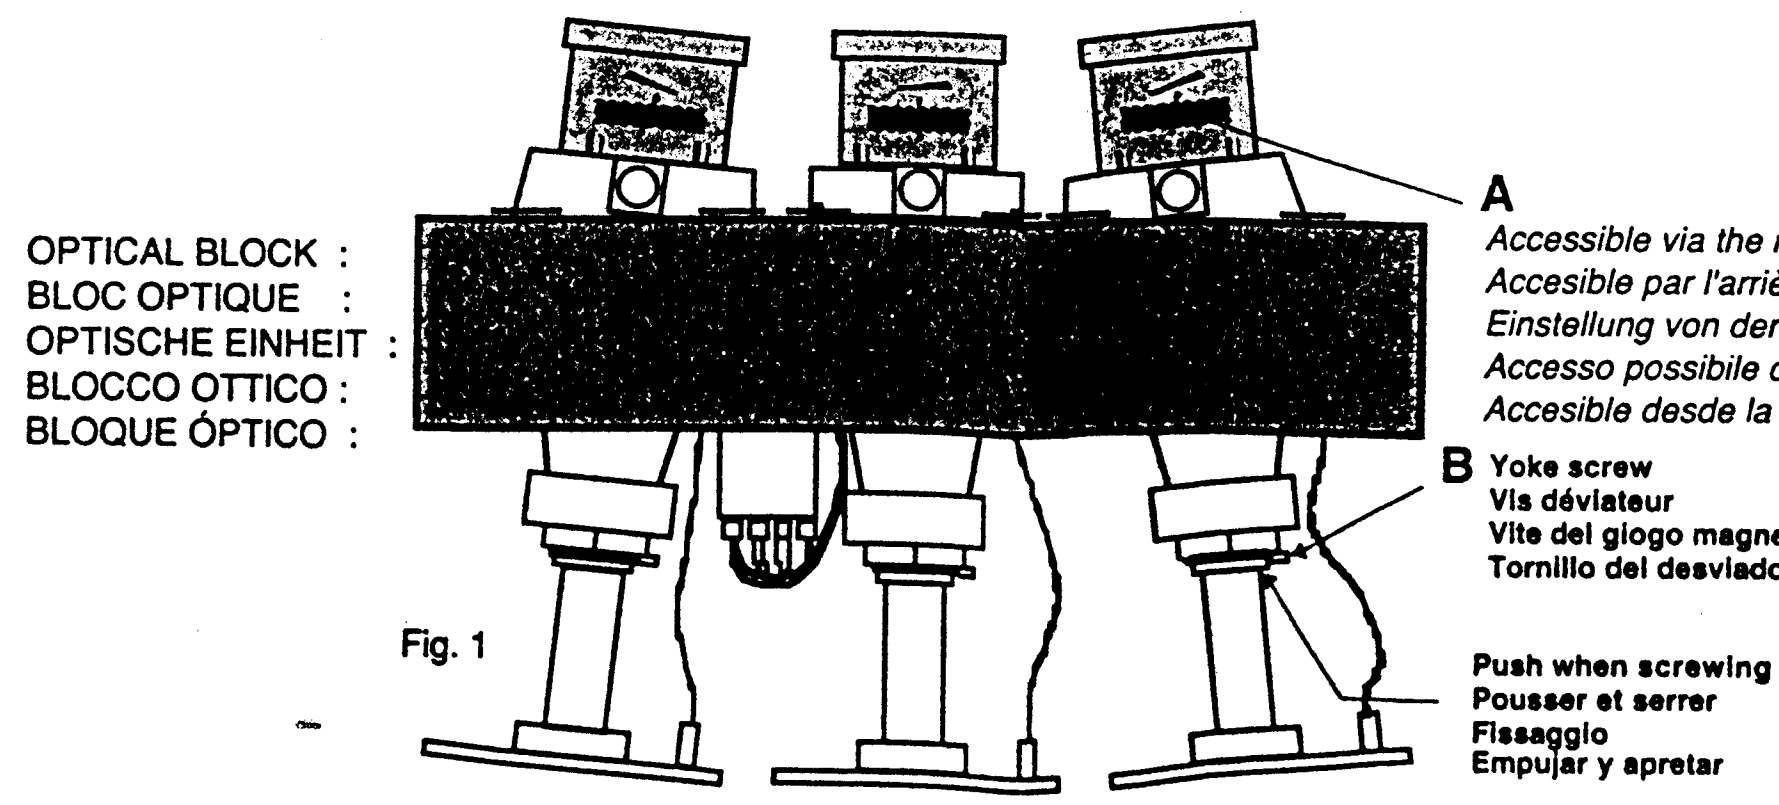

Fig. 1
- Loosen the lenses small locking wing nut (A) (see figure 1.)
- Lösen Sie die kleinen Flügelmutter (A) an der Linse (siehe Abb. 1).
- Aflojar la lente con la tuerca (A) (ver fig.1)